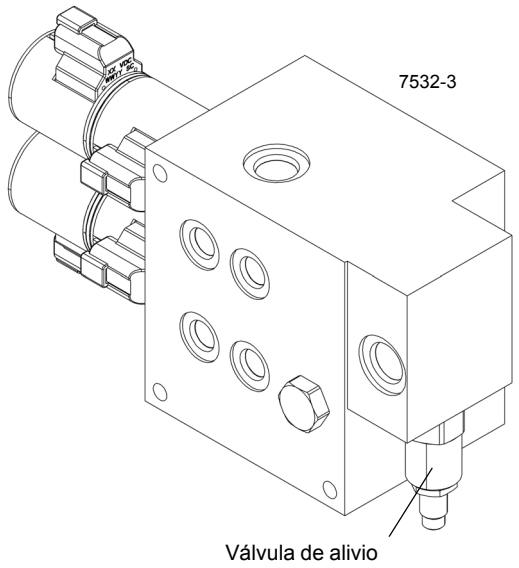

FIGURA 2-15
2. Con el motor funcionando a aceleración máxima, retraiga el cilindro del contrapeso y ajuste la válvula de alivio de la válvula del contrapeso (Figura 2-15) a 1750 ±50 psi (12.1 ±0.4 MPa). Gire hacia adentro para aumentar y hacia afuera para reducir la presión.